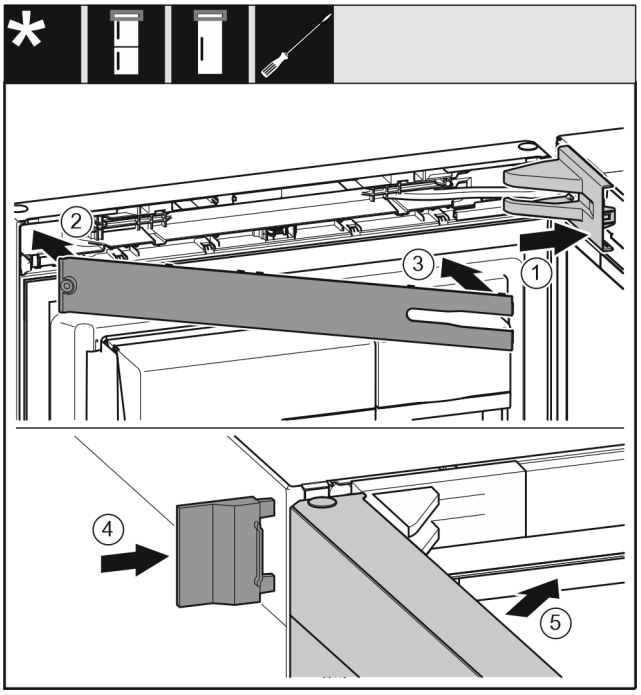

Fig. 24
▶ Put the swap bearing block cover *Fig. 24 (1)* on and engage, push apart carefully if required.
▶ Fit the trim *Fig. 24 (2)*.
▶ Swivel in the cover *Fig. 24 (3)* and engage.
▶ Push the outer cover *Fig. 24 (4)* on.
▶ Close the upper door *Fig. 24 (5)*.